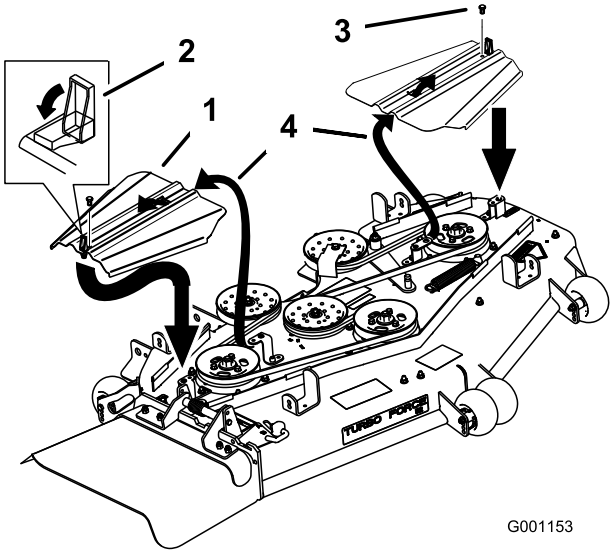

Figur 56
3. Ta bort de bultar som håller fast remkåporna och ta sedan bort kåporna (Figur 56).
9. Montera remkåporna genom att föra in kåpan i tappen, montera bultarna och låsa spärrhakarna (Figur 56).